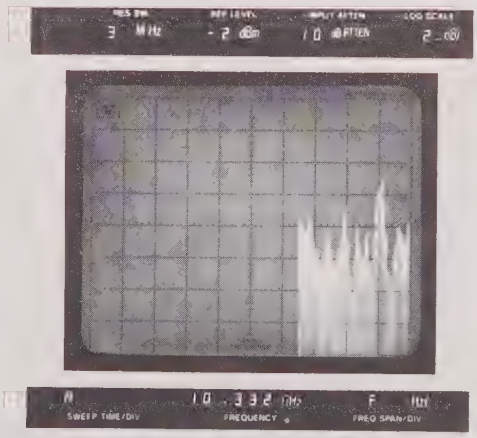

Figure 4-19. Typical Frequency Response, 18 to 22 GHz.
y. Press spectrum analyzer ERASE pushbutton and set PERSIST control fully clockwise. Trigger the sweep oscillator and slowly adjust sweep time vernier for display similar to that of Figure 4-19. STORE display and read greatest positive and negative deviations from center horizontal graticule line.